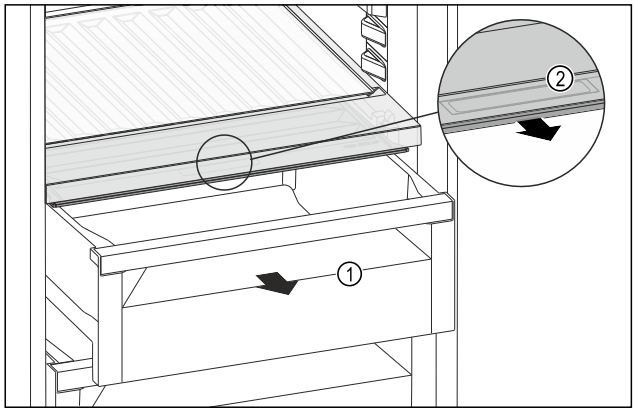

Fig. 189
▶ Retirer le tiroir *Fig. 189 (1)*.
▶ Saisir la poignée encastrée *Fig. 189 (2)* du couvercle du compartiment et tirer le couvercle du compartiment par l'avant.